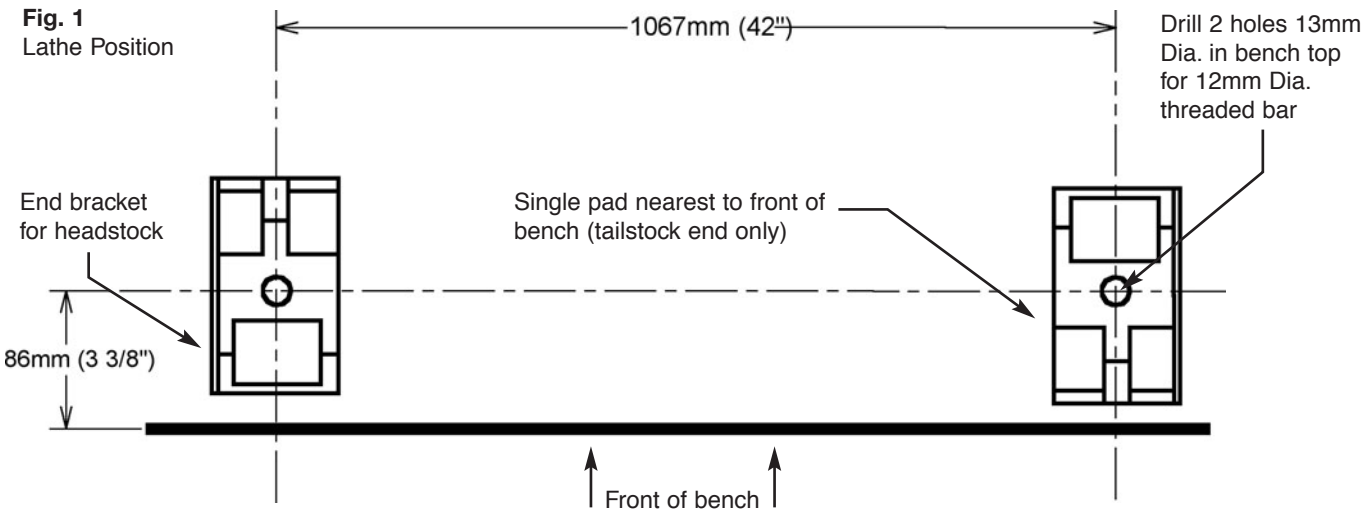

Fig. 1
1. Bore 2 holes in the bench 13mm (1/2") dia., 86mm (3.3/8") from the front edge of the bench and 1067mm (42") apart (See Fig.1).